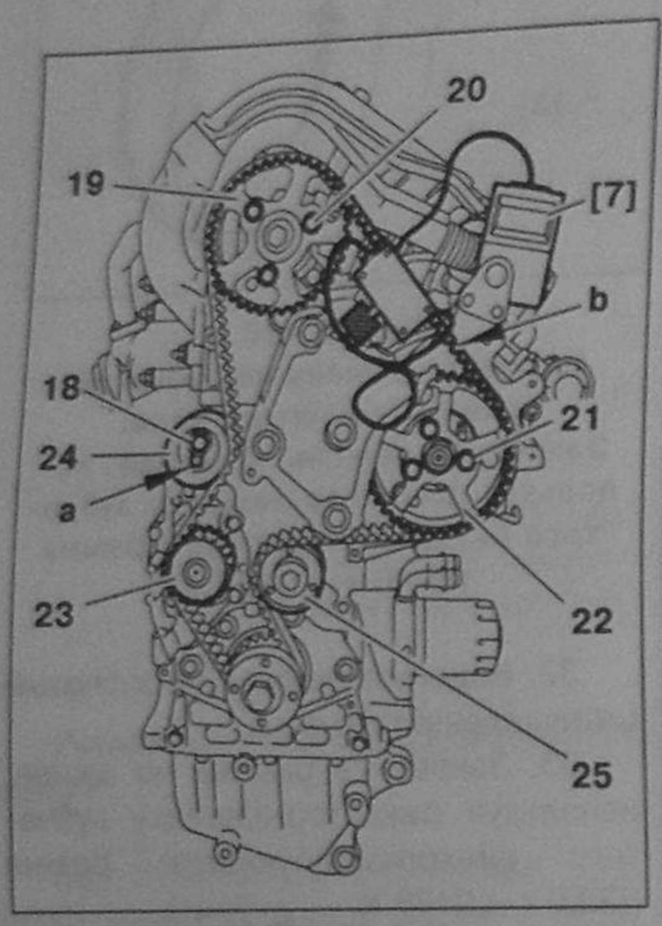

Рис. 6.197.
35. Установите инструмент для измерения натяжения ремня с цифровым индикатором SEEM C. TRONIC 105.5 4122-T на участок «b» (рис. 6.197).